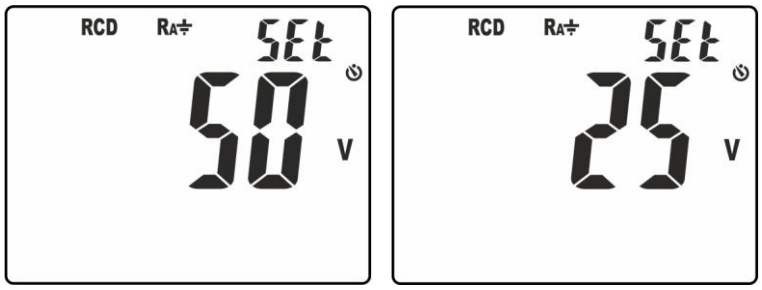

Fig. 5: Configuração do limite na tensão de contacto
2. Mantendo premido o botão ▼/ ligar o instrumento rodando o seletor. O ecrã da Fig. 5 – parte esquerda aparece no display com o símbolo "Set" intermitente.